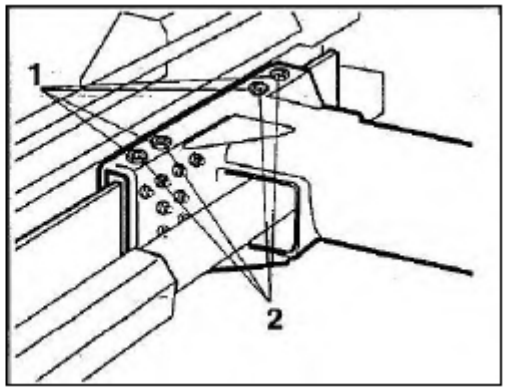

Рис. 40
4) Ослабьте четыре фиксирующие стопорные гайки (1, рис.40).
5) Вверните каждый из шести фиксирующих винтов ползуна (2, рис.40) на четверть оборота.
7) Затяните четыре фиксирующие стопорные гайки (1, рис.40).